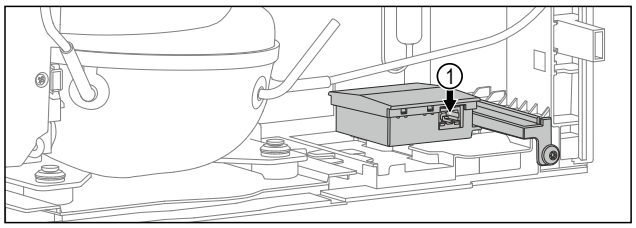

Fig. 46
- ❑ Este conectat un cablu de rețea. *Fig. 46 (1)*
- ▶ Introduceți cablul de rețea. *Fig. 46 (1)*